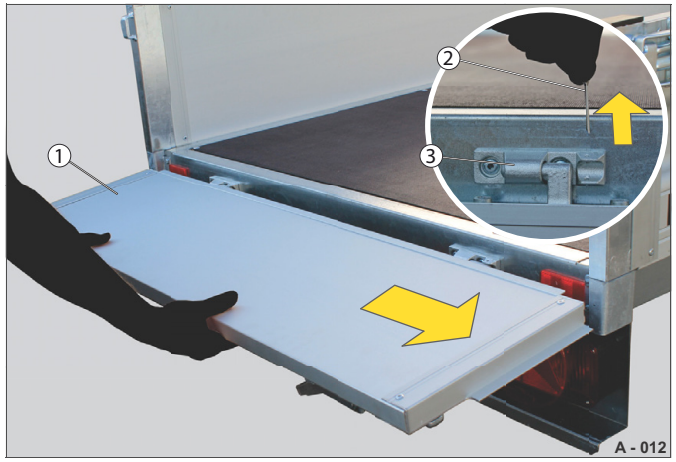

Abb. 13 Odmontování bočnice
▶ Odjistěte bočnici (Abb. 13/1).
▶ Vyjměte bezpečnostní závlačku (Abb. 13/2) z kloubového závěsu bočnice (Abb. 13/3).